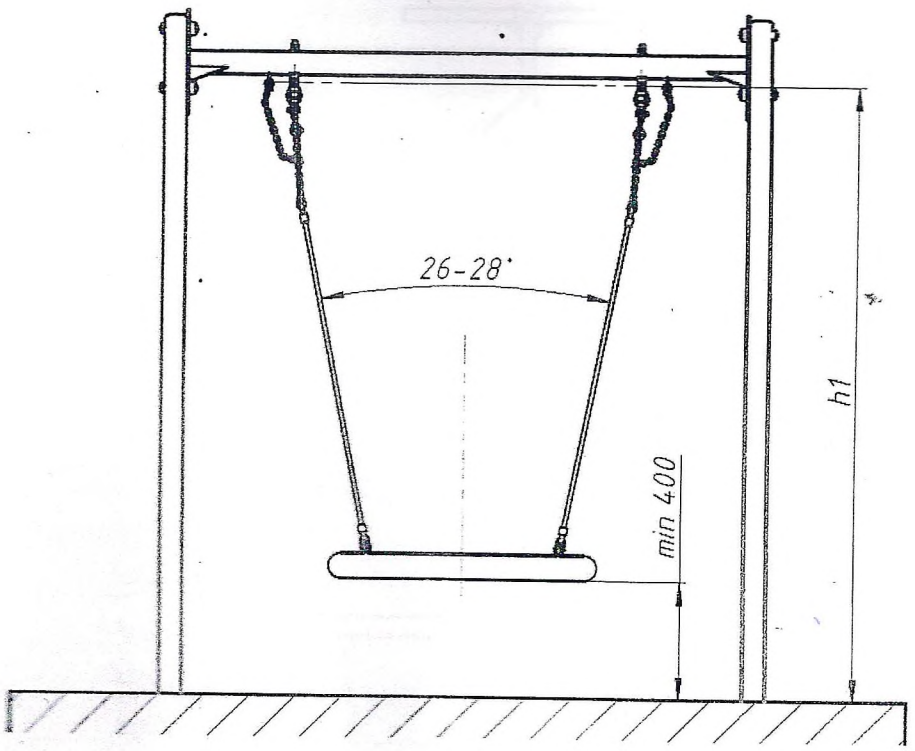

Рис. 3
10.3. Рекомендованная заводом-изготовителем схема монтажа (Рис. 3). Канатные под необходимо удлинить с помощью цепей. Подвесы закрепить на перекладине каркаса ка таким образом, чтобы обеспечить угол между подвесами 26-28 градусов, а также минимум мм от самой нижней точки сиденья до уровня покрытия игровой площадки. Указан расстояния обеспечивают уровень безопасности при эксплуатации детских качелей прин согласно ГОСТ Р 52167-2012.